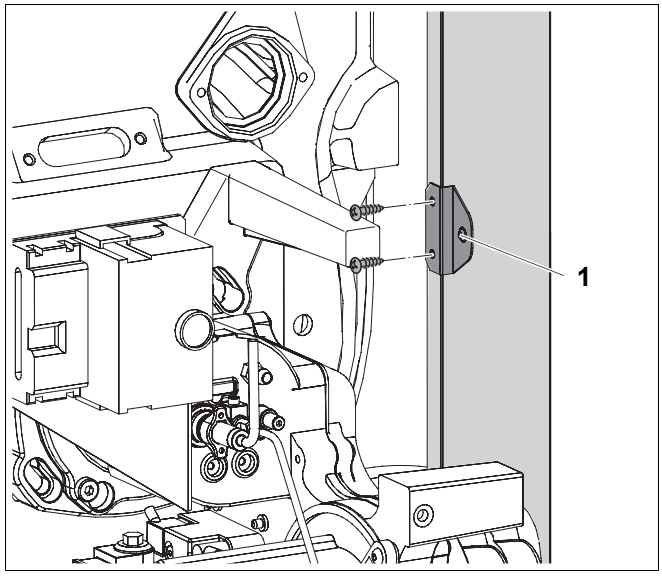

Rys. 44 Montaż kątowników na ściankach bocznych
- Zamontować kątowniki do mocowania obudowy palnika po prawej i lewej stronie ścianek bocznych (➔ Rys. 44).